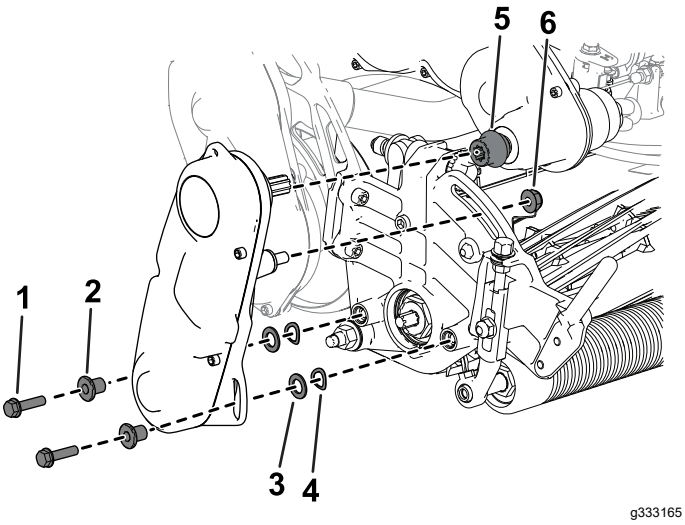

Figur 5
6. Monter koblingen til girkassens drivaksel (Figur 5).
7. Bruk monteringsdelene du fjernet tidligere, til å montere spoledrivenheten til klippeenheten (Figur 5).
8. Påse at koblingen (Figur 5) enkelt kan flyttes frem og tilbake på girkassens drivaksel.